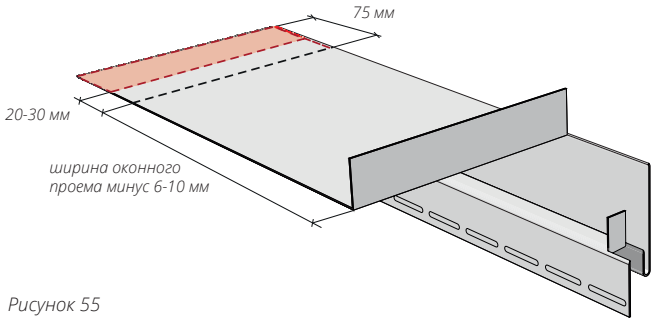

Рисунок 55
15.9 Подрезы и загибы верхней околооконной планки с противоположной стороны делаются аналогично. Измерьте ширину оконного проема. Отнимите из этого расстояния 6-10 мм. Нанесите разметку согласно рис. 55 сделайте подрезы и загибы.